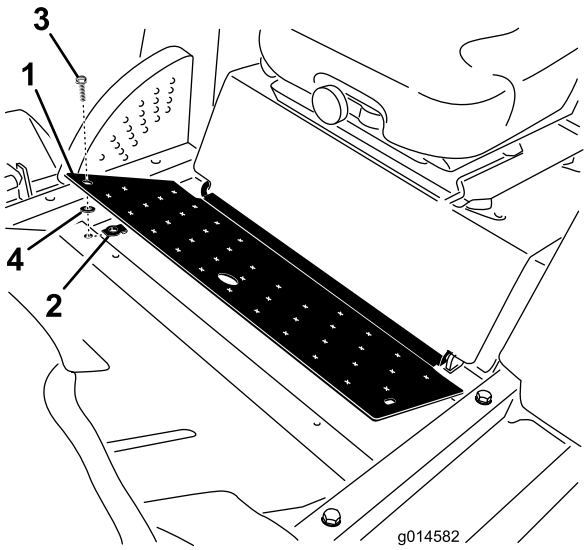

Figura 3
2. Instale uma porca de retenção no furo do chassis sob o canto frontal direito da chapa do piso (Figura 3).